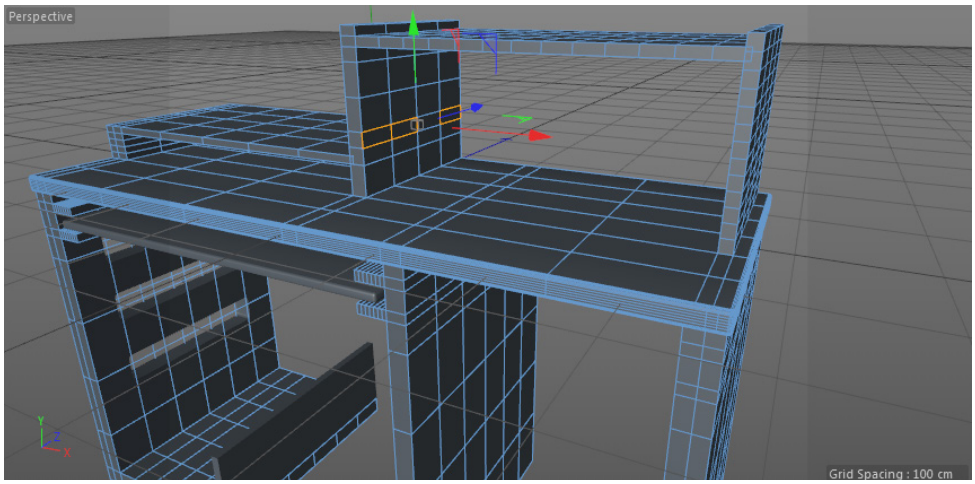

Figure 3-112 *The selected polygons of Computer table*
13. Make sure the polygon mode is activated. Choose the **Live Selection** tool from the Command Palette and make sure that the **Visible Only** check box is selected. Now, select the polygons of *Computer table*, as shown in Figure 3-112.